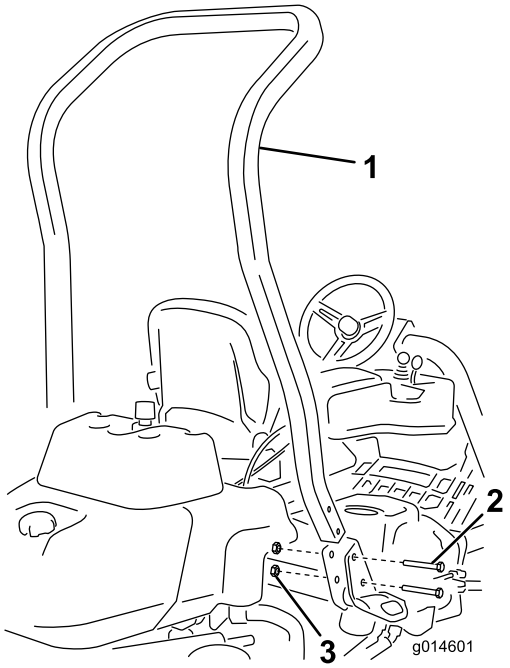

**Figuur 3**
3. Monteer de rolbeugel met behulp van 4 bouten (1/2 x 3-3/4 inch) en vier flensmoeren (1/2 inch) in de vakken aan weerszijden van de machine (Figuur 3)